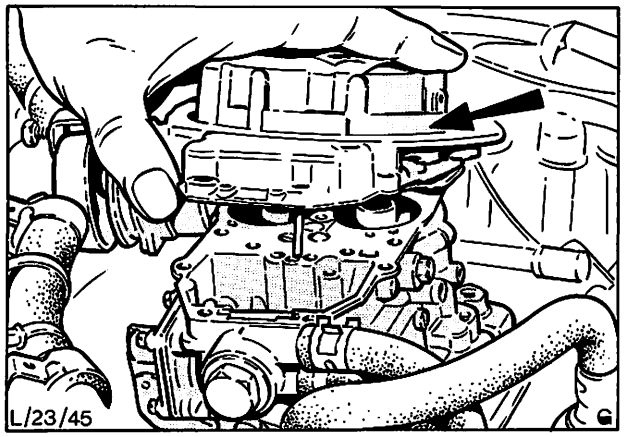

Abb. 99 Vergaserdeckel abheben
7. Schrauben (7) vom Vergaserdeckel entfernen, Verbindungsstange der Startautomatik aushängen und Vergaserdeckel abheben, Abb. 99.